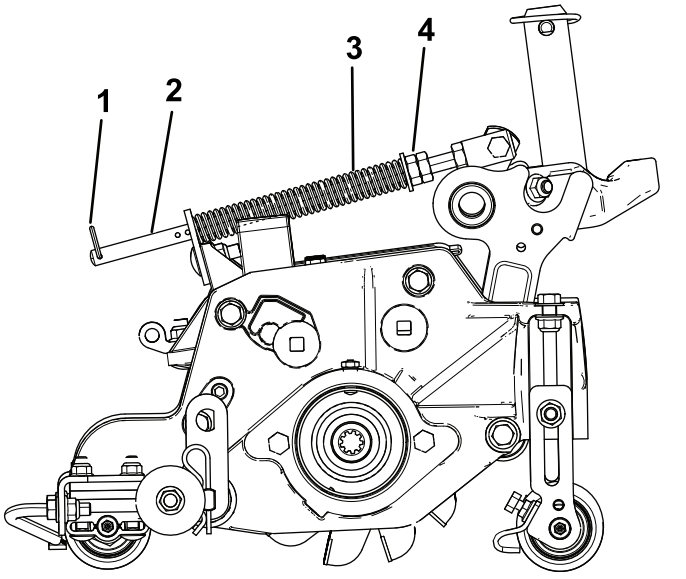

Figura 15
1. Verificate che la coppiglia sia montata nel foro posteriore dell'asta della molla (Figura 15).
2. Serrate i dadi esagonali sul lato anteriore dell'asta della molla, finché la lunghezza compressa della molla non è di 15,9 cm (Figura 15).